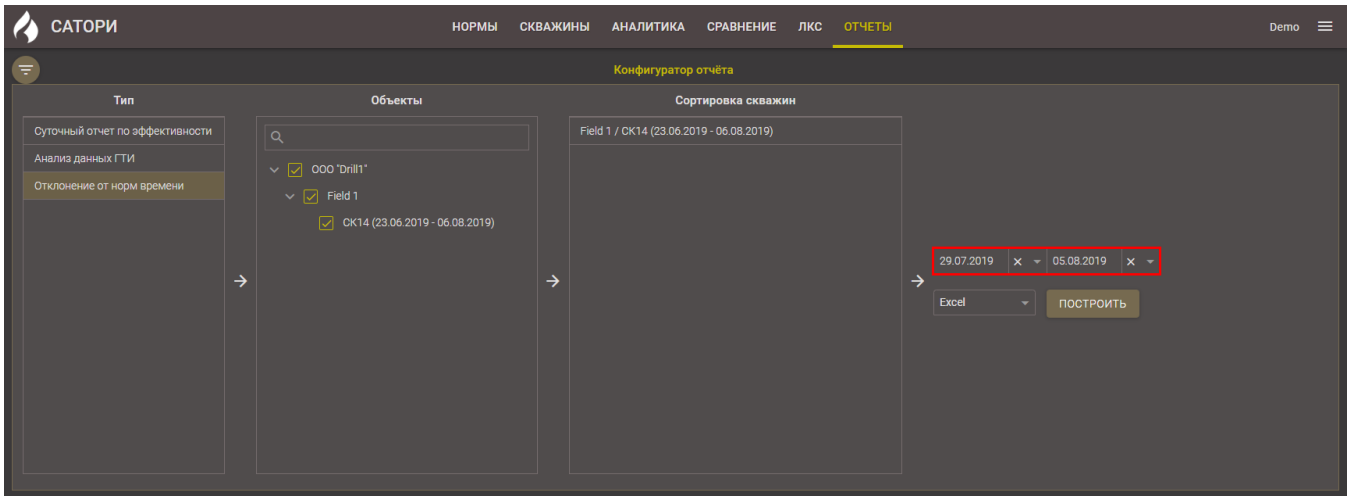

Рис. 2.125
- период формирования отчета (рис. 2.125);